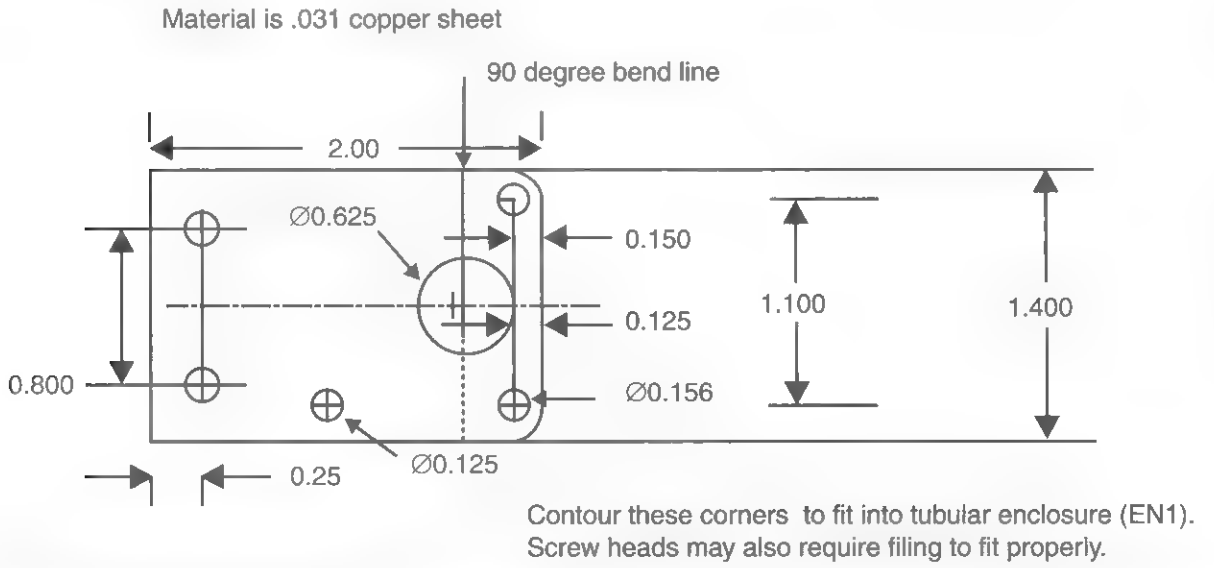

Figure 1-4 *Fabrication of laser chassis*
1. Fabricate the copper chassis, as shown in Figure 1-4. This part is shown in Table 1-1 as being available.